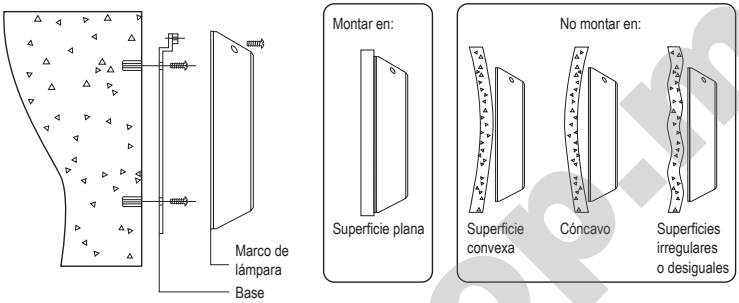

Figura 3. Lámpara sin nicho
1.- La lámpara debe de instalarse en una pared vertical, respetando las especificaciones mostradas en la figura 3.